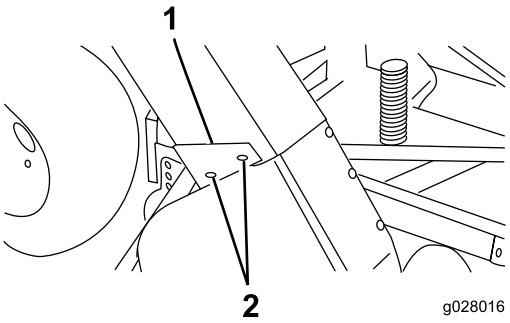

Figur 19
4. Skyv sjakten over blåsemaskinåpningen og opp på monteringsboltene (Figur 19).